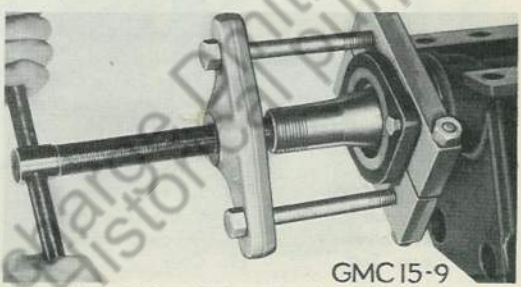

Fig. 5 Rear Spring Seat Bearing Puller
1. Remove bearing cap (1) and gasket (2) by taking out four cap screws.
2. Straighten tongues of adjusting nut lock (4) between adjusting nut (5) and locking nut (3).
3. Remove locking nut (3), adjusting nut lock (4), adjusting nut (5) and adjusting nut washer (6).
4. Remove spring seat (9) together with outer bearing cone (7) and cup (8), and inner bearing cup (10).
5. With rear spring seat bearing puller (Fig. 5), remove inner bearing cone (11).